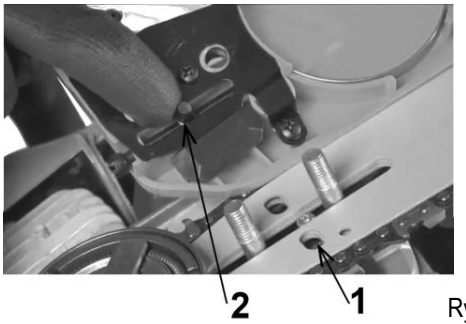

Rys. 5
- Należy pamiętać, żeby punkt naciągu łańcucha **1 (Rys. 5)** znalazł się na kołku znajdującym się w osłonie przeniesienia napędu **2 (Rys. 5)**.